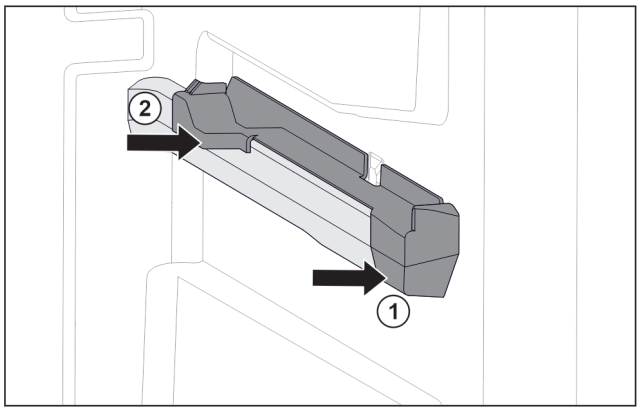

Fig. 32 Pieza de acoplamiento en la nervadura para recipientes derecha
▶ Coloque la pieza de acoplamiento delante en la nervadura para recipientes. *Fig. 32 (1)*
▶ Presione la pieza de acoplamiento por detrás. *Fig. 32 (2)*